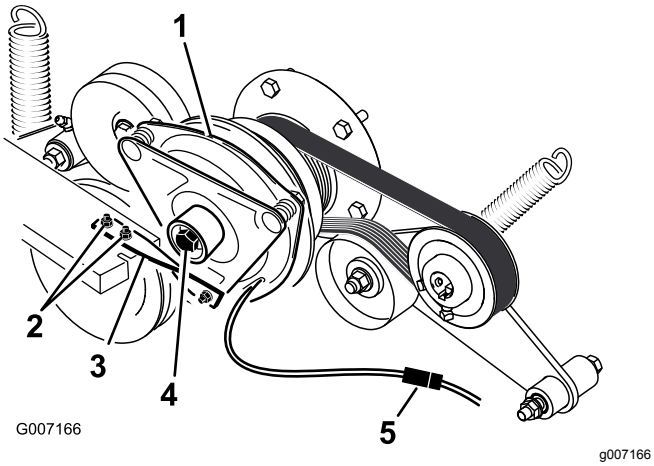

**Figuur 82**
6. Maak de stekker voor de elektrische aansluiting van de koppeling los (Figuur 82).
7. Verwijder de 2 bouten waarmee de rubberen band van de koppeling is bevestigd aan het frame van de maaier (Figuur 82).
8. Verwijder de middelste bout waarmee de koppeling is bevestigd aan de uitgaande as van de motor en verwijder de koppeling en de spie (Figuur 82).
15. Houd de krukas aan de achterkant van de machine vast terwijl u de middelste bout monteert. Zet deze vast met een torsie van 68 Nm (Figuur 82).
16. Monteer de rubberen band van de koppeling op het frame van de maaier met de 2 bouten en moeren die u eerder hebt verwijderd (Figuur 82).
18. Sluit de stekker voor de elektrische aansluiting van de koppeling aan (Figuur 82).